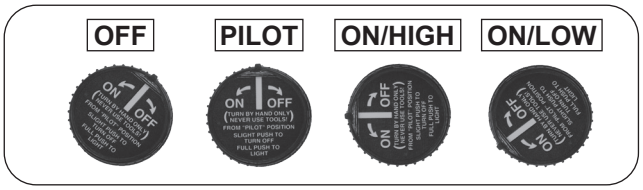
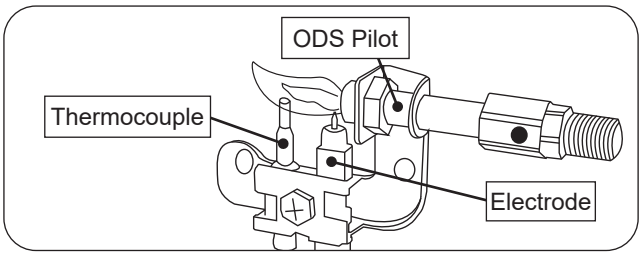

**Fig. 25-1** Gas control knob positions
**Fig. 25-2** ODS Pilot assembly detail
2. Locate the valve on the unit. Push in the gas control knob slightly and turn clockwise to **OFF** (Fig. 25-1).
**Wait five (5) minutes to clear out any gas. Then smell for gas, including near the floor. If you smell gas, STOP! Follow "B" in the safety information above. If you do not smell gas, go to the next step.**
3. Locate the pilot assembly on the burner sytem (see Fig. 25-2).
4. Push in the control knob slightly and turn counterclockwise to the **PILOT** position. Push the knob **firmly and fully** in and hold. Push the piezo igniter button several times until the pilot lights. Continue to hold the knob in for about one (1) minute after the pilot is lit. Release the knob and it will pop back out. The pilot will remain lit. See Fig. 25-1 and 25-2. If it goes out, repeat steps 2-4.
1. Ensure the pilot is burning. Push in the control knob slightly and turn counterclockwise to the **ON/HIGH** position (first stop past PILOT). See Fig. 25-1. The valve will open and the burner will light at maximum BTUs.
**To shut down the main burner (pilot will remain lit),** push in the control knob slightly and turn clockwise to the **PILOT** position(see Fig. 25-1).
**To shut down the burner and pilot (total shutdown),** push in the control knob slightly and turn clockwise to the **OFF** position (see Fig. 25-1).